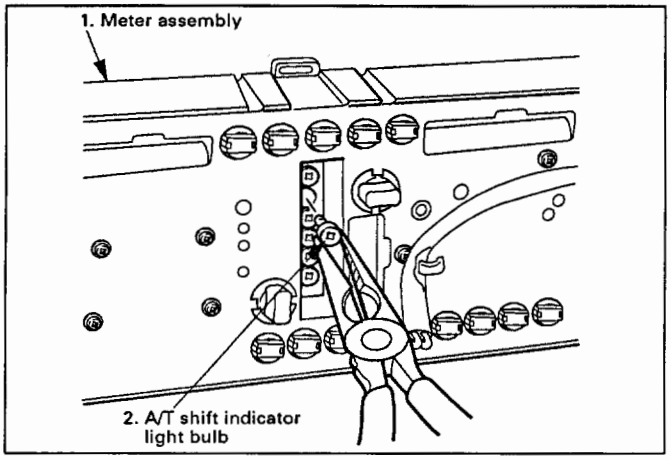

Fig. 8-369
- Turn the bulb socket counterclockwise by using the long nose pliers. (Fig. 8-369)